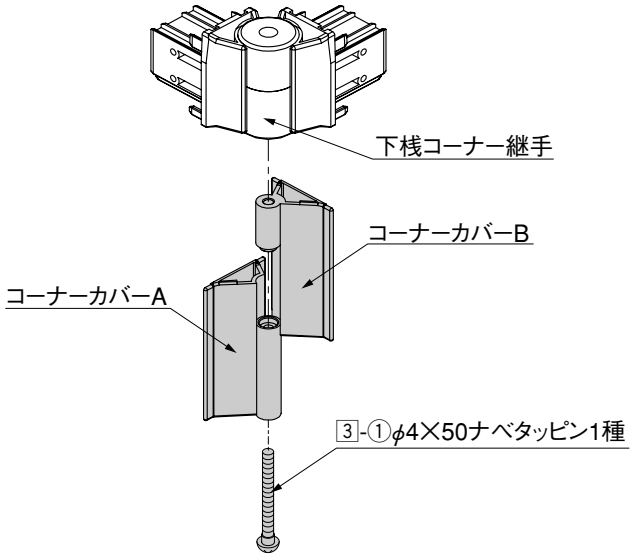

図2-2　組付け図
❷ 切断後コーナーカバーにバリが残らないようにヤスリなどで仕上げ、コーナーカバーAとコーナーカバーBを3-①で組付けてください。（図2-2参照）
❸ ❷をフェンス本体に取付けてください。